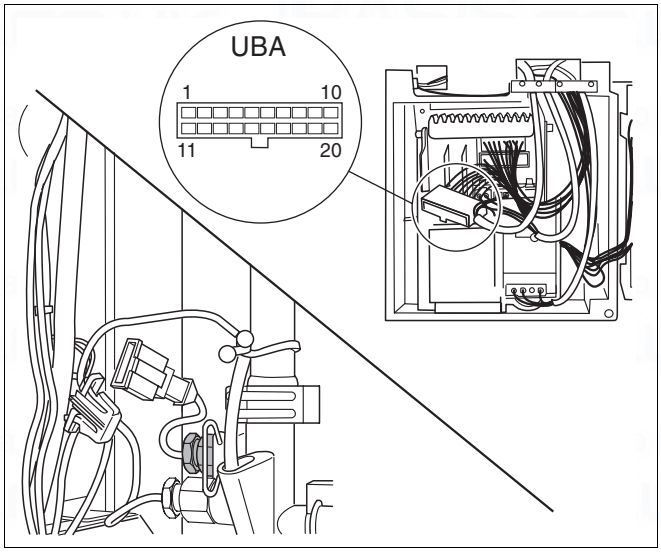

Fig. 72 600 - 11S / 19S / 24S / 24C: checking the flow sensor connection lead
- Use a continuity tester to check the cable between the plug-in connection and the 20-pin plug in the UBA. The test should be carried out on connections 05-20 and 18-20 (fig. 72).